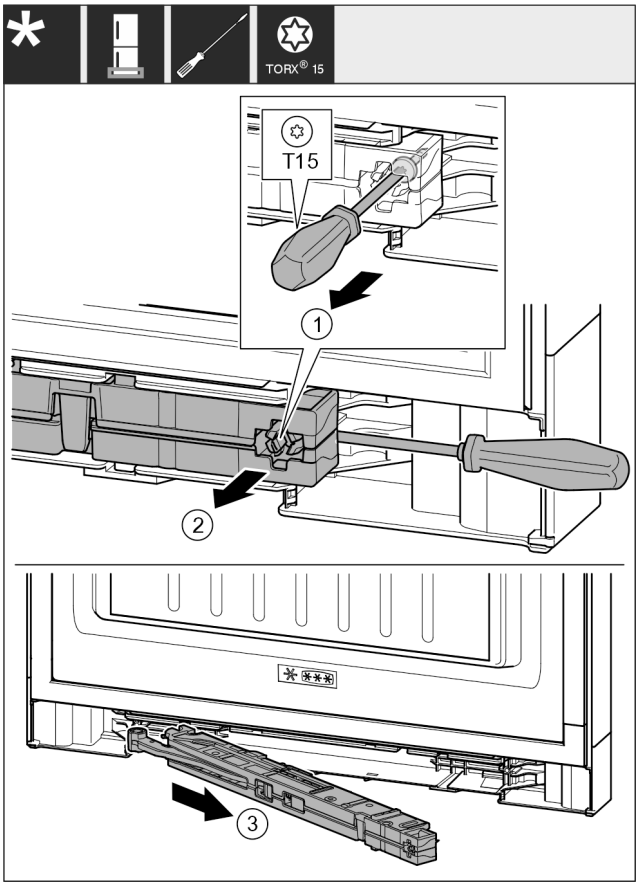

Fig. 21
- ▶ Schraube *Fig. 21 (1)* an Schließdämpfereinheit mit Schraubendreher 14 mm lösen.
- ▶ Schließdämpfereinheit *Fig. 21 (2)* griffseitig mit Schraubendreher nach vorne aushebeln.
- ▶ Schließdämpfereinheit *Fig. 21 (3)* herausziehen.